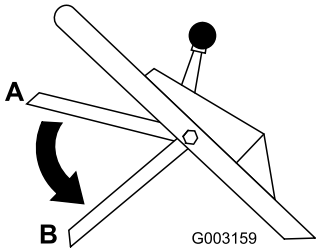

Figuur 19
10. Zet de bedieningsstang vrij; zie positie B in Figuur 19. U hoort een plofgeluid. Het mes moet binnen 3 seconden stoppen.
2. Zet de bedieningsstang van het maaimes omlaag in de laagste positie (positie B in Figuur 19).